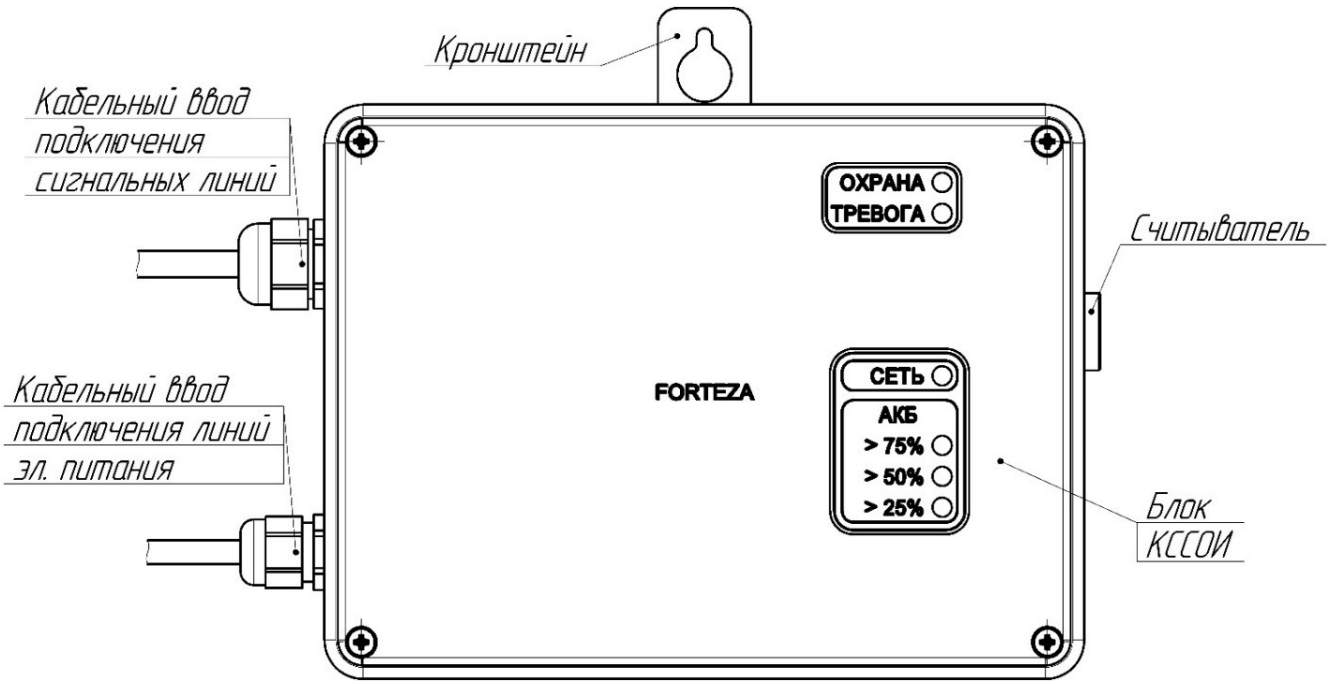

Рисунок 1.2 – Внешний вид блока КССОИ
1.4.1.1 Изделие конструктивно выполнено в виде блока КССОИ (см. рисунок 1.2), состоящего из пластикового корпуса, в который установлена печатная плата с элементами, на торце пластикового корпуса установлен считыватель ЭК, корпус закрывается пластиковой крышкой со световодами для индикаторов. К блоку КССОИ подключаются ОКС, СМК (либо другие сторонние извещатели с контактами исполнительного реле на выходе), а также вышестоящий пульт централизованного наблюдения через кабельный ввод.